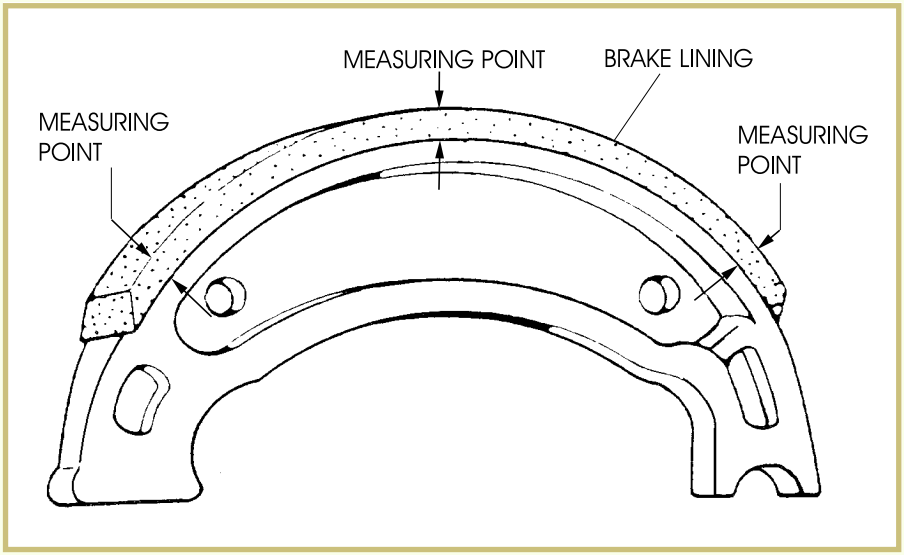

FIGURE 44—Three measurements should be taken to determine the wear of a drum-brake shoe. (Image courtesy of Yamaha Motor Corporation, U.S.A.)
5. Remove the brake shoes and inspect them for damage or wear. To determine the condition of the brake-shoe lining, measure the lining thickness (Figure 44).